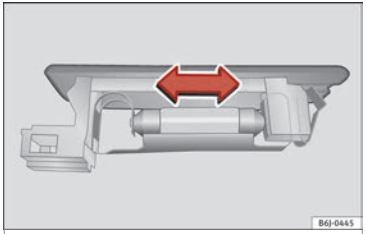

Fig. 195 Boot light.
– Press the bulb sideways and remove it from its housing ››› **Fig. 195**.